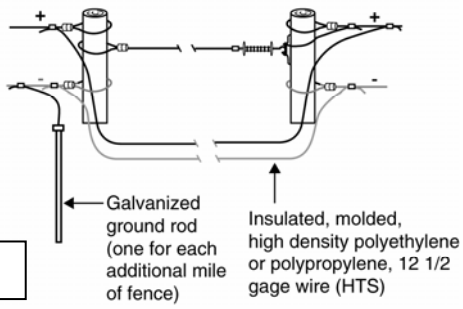

FIGURE 13
4. See ***Figure 13*** for In-Line Strainers being used to maintain tension in high tensile steel smooth wire fences.